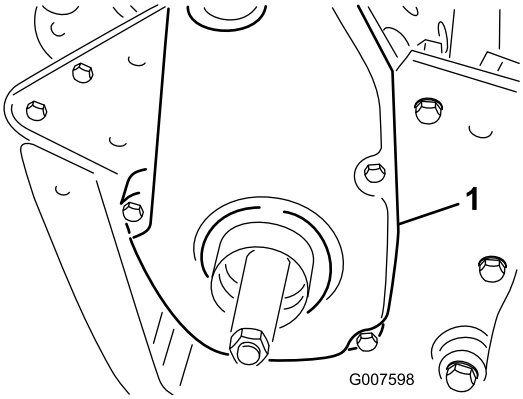

Figur 37
1. Fjern monteringsskruen på remdekslet og deretter remdekslet for å få tilgang til remmen (Figur 37).